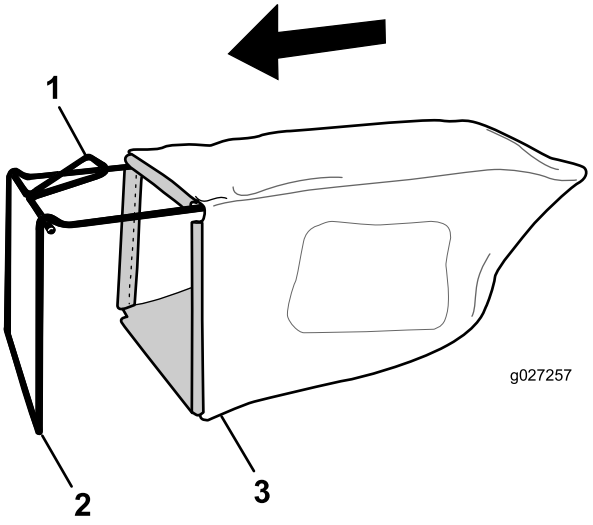

Figur 9
1. Sæt græsposen over stellet som vist i Figur 9.
Bemærk: Sæt ikke posen over håndtaget (Figur 9).